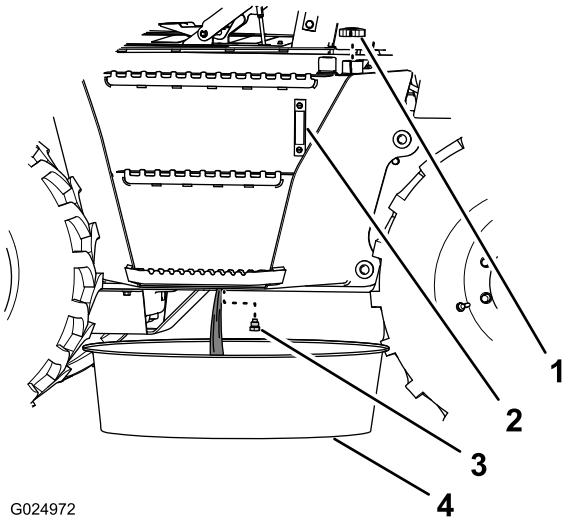

Figura 107
6. Posizionate un contenitore con una capacità minima di 190 litri sotto il tappo di spurgo del serbatoio idraulico (Figura 107).
7. Togliete il tappo di spurgo dal serbatoio idraulico (che si trova sotto il serbatoio) e spurgate il serbatoio (Figura 107).
9. Montate il tappo di spurgo (Figura 107).